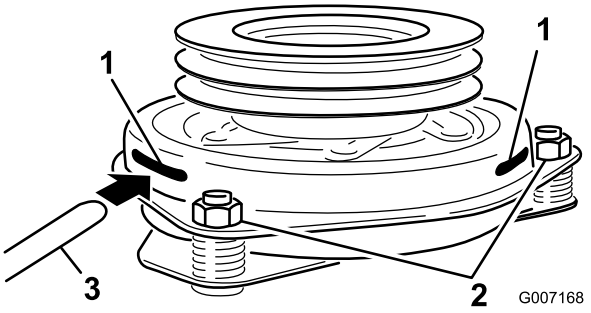

Rysunek 66
2. Śruby (2) i nakrętki paska sprzęgła
8. Włóż szczelinomierz 0,381-0,533 mm przez jedną szczelinę kontrolną z boku zespołu. Upewnij się, że wchodzi on między powierzchnie cierne twornika i wirnika (Rysunek 66).
(mimo to można go będzie łatwo poruszać w szczelinie powietrznej) (Rysunek 66).